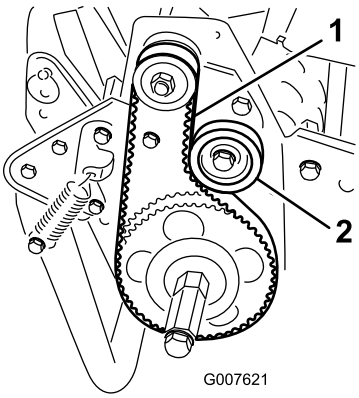

**Figura 41**
2. Verifique a tensão pressionando a correia a meio curso entre as polias (Figura 41) com uma força de 18-22 N. A correia deverá flectir-se 6 mm.
A. Desaperte a porca de montagem da polia intermédia e incline-a para o lado de trás da correia até que obtenha a tensão desejada da correia (Figura 41).